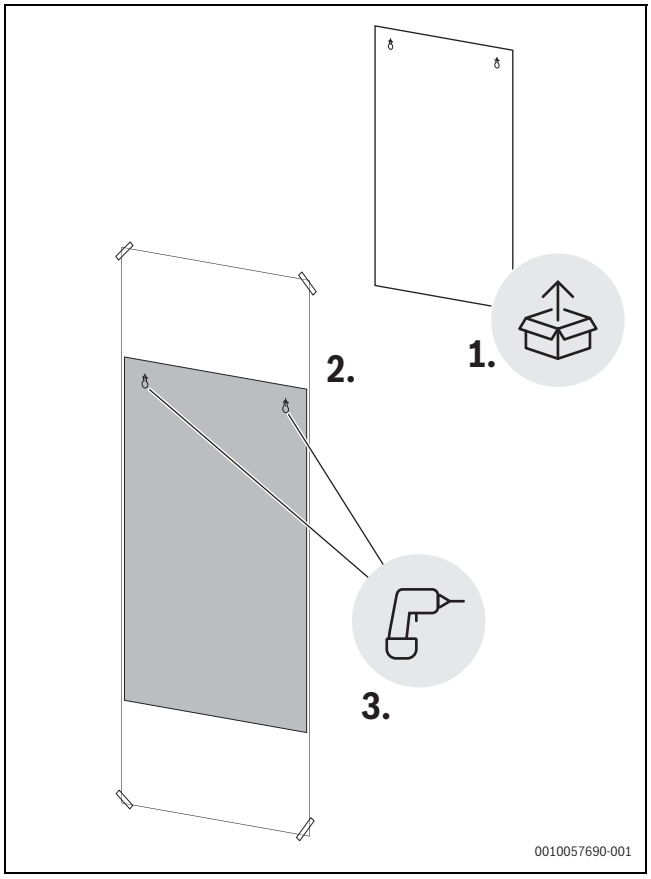

Afb. 9 Boorsjabloon
3. Boor de respectieve gaten (Ø 8 mm) door het sjabloon op de bevestigingspunten, zoals aangegeven op het sjabloon (Afb. 9).